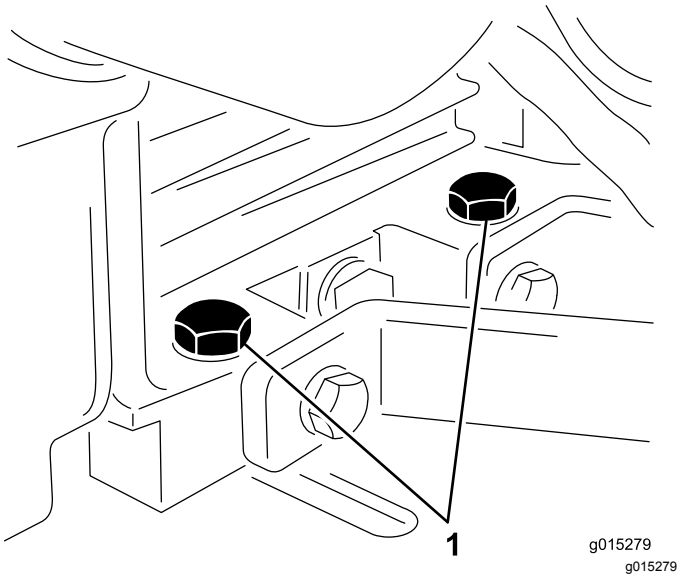

Figura 21
2. Allentate i bulloni di fissaggio del motore (Figura 21).